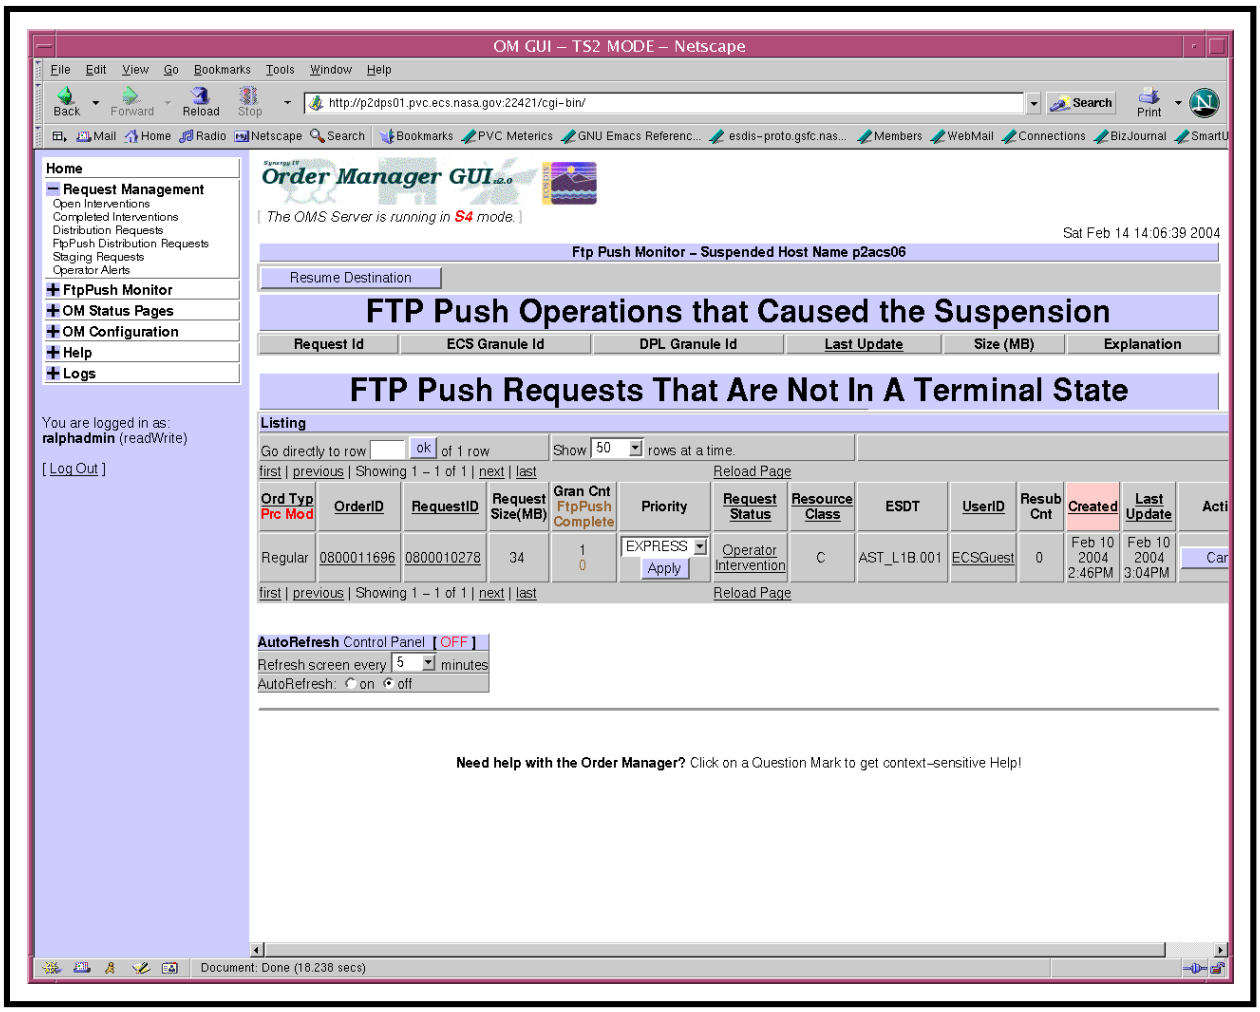

Figure 44. Suspended Host Detail Page
- A page describing the alert (e.g., Figure 44) is displayed.